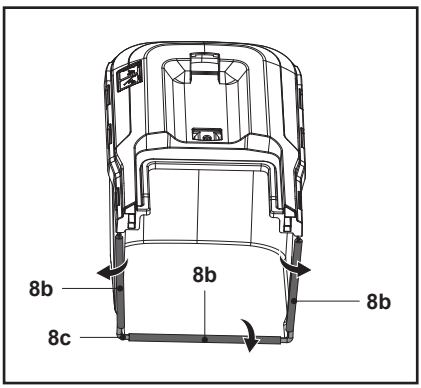

Rys. 5
1. Przypiąć trzy gumowe zaciski (8b) do pręta podtrzymującego (8c) kosza na trawę (8) (rys. 5).